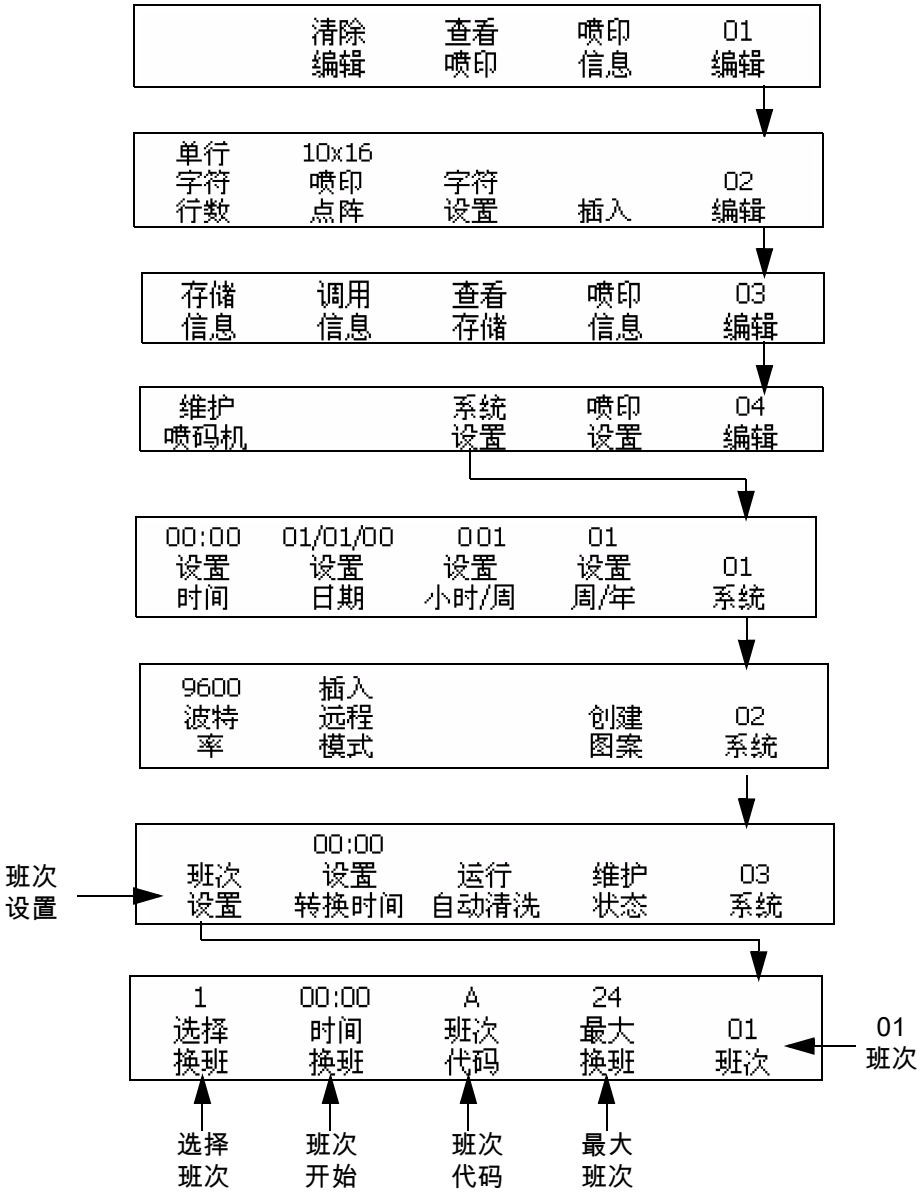

图 6-41: 进入界面 <01 Shift（班次）>
1. 从界面 <03 System （系统）> 开始。 请参阅图 6-41 第 6-55 页。
7 输入班次数。 输入值必须介于 1 — 24 之间（或者 F4<Max Shifts（最大班次数）> 上方显示的最大数值）。 请参阅图 6-41 第 6-55 页。